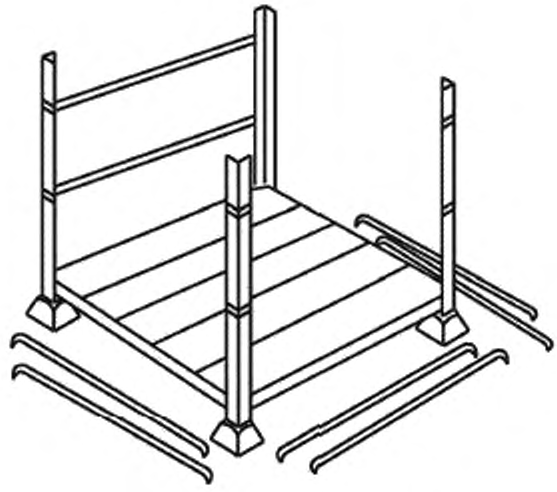

Рисунок 69 — Поперечины
7.4 **поперечина:** Горизонтальная деталь стоечного поддона, соединяющая его стойки, жестко закрепленная или съемная (см. рисунок 69).